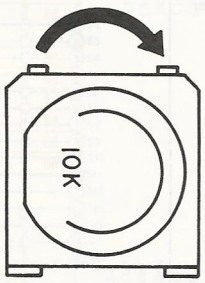
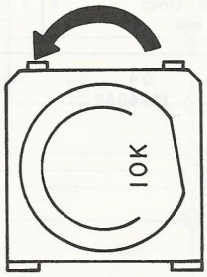

Figure 8
Figure 9
1. Turn the semi-fixed resistor VR2 fully clockwise (Figure. 8).
3. Rotate VR2 counterclockwise until the stereo broadcast is obtained. Then make the marking on this point (A).
4. Turn VR2 fully counterclockwise (Figure. 9). Then rotate VR2 clockwise to obtain stereo broadcast (B).
5. Adjustment is completed by setting the VR2 to the center of (A) and (B).